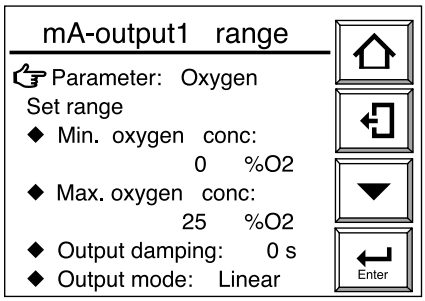

Figura 7.10 Impostazione "mA-output range"
(3) Selezionare "mA-output1" nel display "mA-outputs". Viene visualizzato il display "mA-output1 range" illustrato nella figura 7.10.
(4) Nel display illustrato alla figura 7.10, selezionare "Min. oxygen conc." e premere [Enter] per visualizzare il display di immissione valori numerici. Immettere la concentrazione di ossigeno su un'uscita a 4-mA; immettere [010] per una concentrazione del 10%.
(5) Selezionare sempre nella figura 7.10 "Max. oxygen conc." su uscita a 20-mA. Immettere la concentrazione massima di ossigeno idonea (sull'uscita a 20-mA) nello stesso modo descritto nel precedente punto 4.
(6) Configurare "mA-output2" in modo analogo ai punti precedenti.